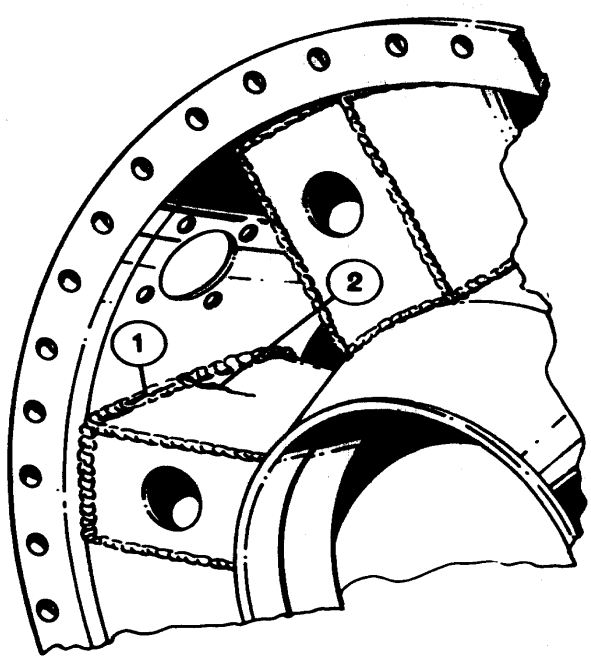

Figure 3. Diffuser Radial Strut Crack Limits
a. Cracks extending from the outer end attaching weld seam into a radial strut (2, figure 3) shall be stopdrilled at inner end of crack, blended, and repair welded. Remove a minimum of stock in preparation for welding. Weld as specified in preceding step.
e. Cracks which exceed 0.625 in. in length, in radial strut weld seam at outer rim of diffuser (1, figure 3) shall be blended out and welded. Use AMS 5782 or AMS 5784 weld rod. The notch in strut trailing edge fairing may be enlarged to facilitate welding. Cool the weld in still air. Weld seam cracks of less than 0.625 in. are acceptable without weld repair.